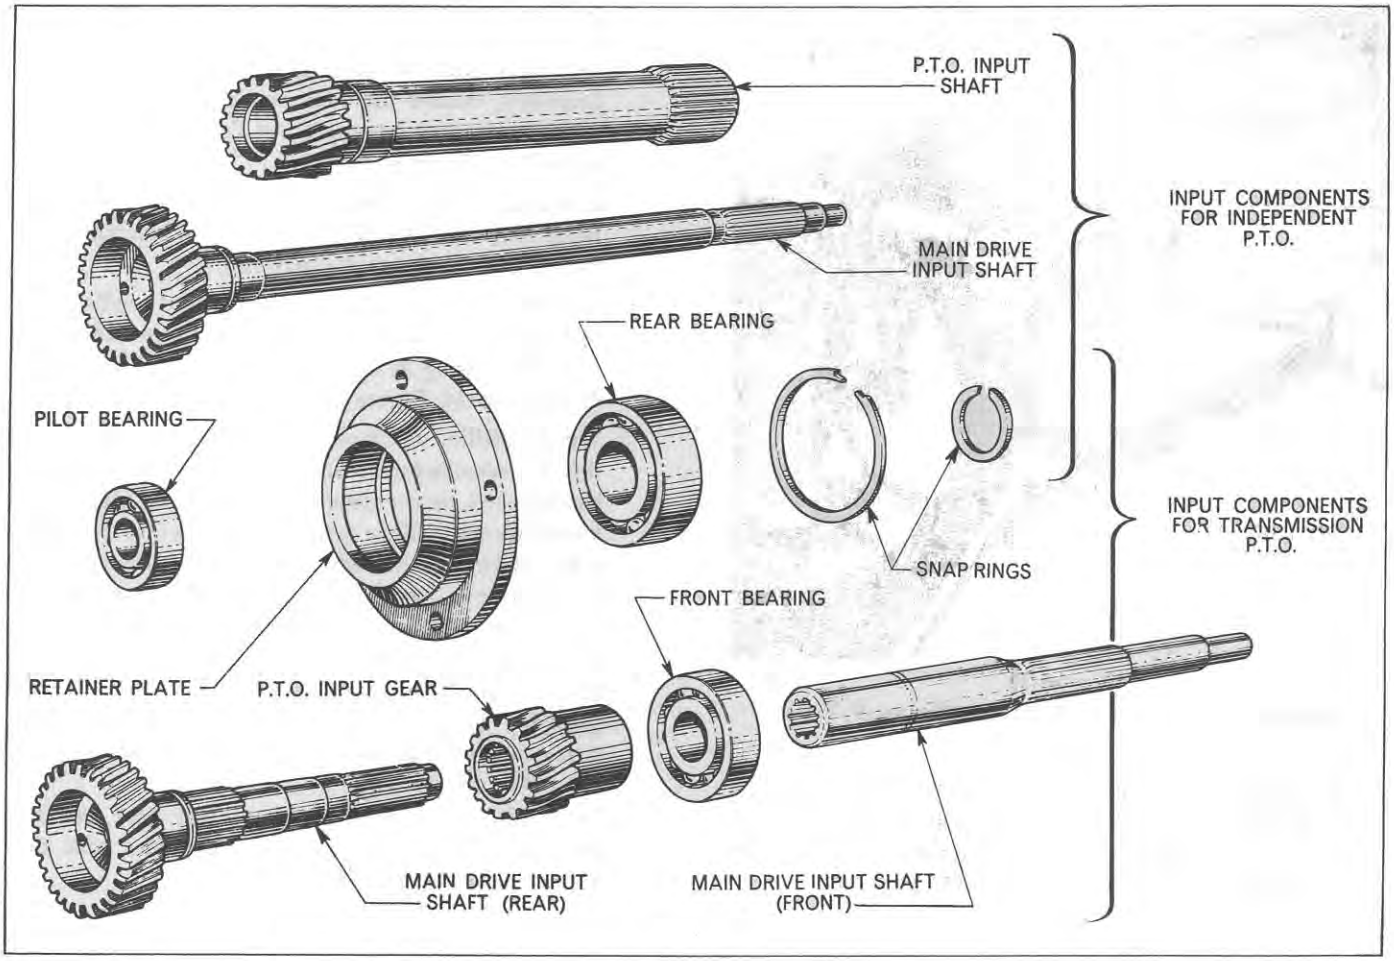
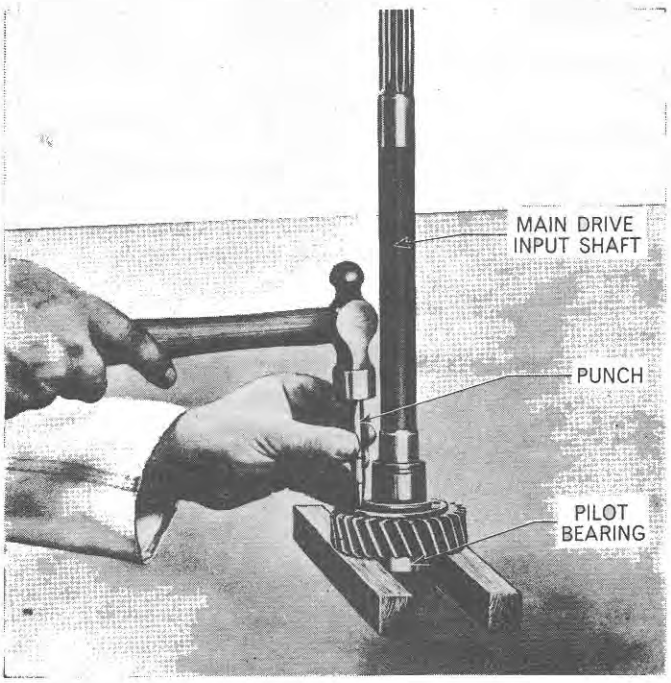
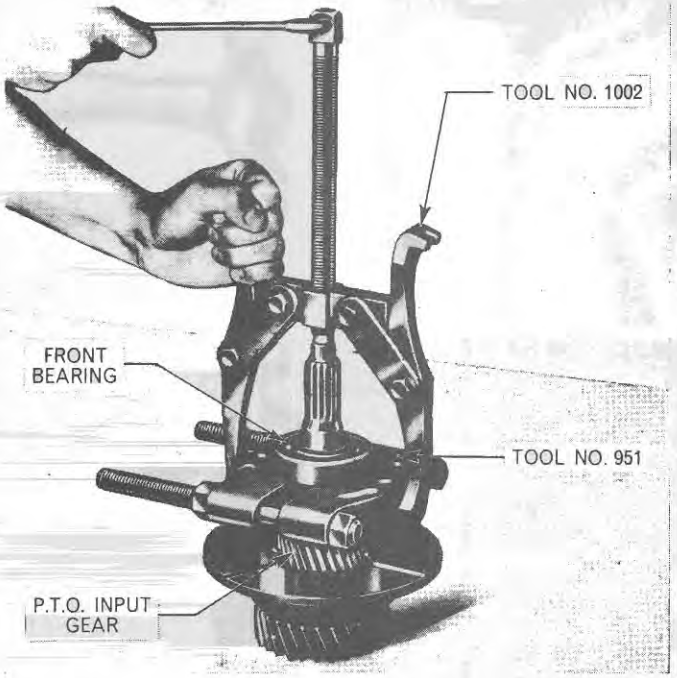

Figure 11
Figure 18
Figure 20
3. The main drive input shaft has a bigger gear compared with the Dexta/Super Dexta. (See Specifications, Chapter 3.) This necessitates a bearing retaining plate, Figure 11, to allow assembly and disassembly of the input shaft. The front half of the main countershaft cluster gear, Figure 50, is correspondingly smaller than that in the Dexta/Super Dexta transmission, Figure 49.
5. The P.T.O. input gear is splined on to the main drive input shaft providing a drive to the P.T.O. countershaft only when the clutch is engaged. The main drive input shaft is composed of two pieces splined together. This allows the P.T.O. input gear and front bearing to be removed and installed, Figure 11.
f. Remove the four self-locking bolts and withdraw the input shaft, retainer plate and bearing, Figure 11, as an assembly. The Dexta/Super Dexta has no retainer plate and the input shaft is removed as described in Step 9.
NOTE: ***On Transmission P.T.O. (Major 4000), the input shaft consists of two sections splined together, Figure 11. The rear section of the shaft has the P.T.O. input gear splined to it, the gear being retained by a ball bearing located in the hub support. The front section usually remains in the clutch assembly when the tractor is separated.***
3. Examine the pilot bearing, Figure 11, and if necessary locate a small punch in the holes through the gear, Figure 18, and drive the bearing from its location.
2. Inspect the rear shaft, P.T.O. input gear, the retainer plate and the bearings, Figure 11. If necessary remove the front bearing (which retains the P.T.O. input gear) using Tools Nos. 1002, and 951, Figure 20.
6. If necessary, locate a small punch in the holes through the gear and drive out the pilot bearing in the same manner as that illustrated for the Independent P.T.O. transmission, Figure 18.